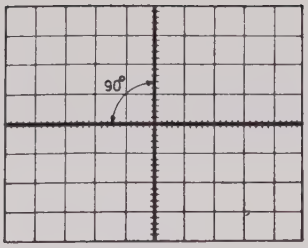

Fig. 3.16. Orthogonality check
– Check that the angle between the horizontal and vertical line is 90° see Fig. 3.16. if necessary, readjust X-Y CORR potentiometer R587 on the intermediate-amplifier board.